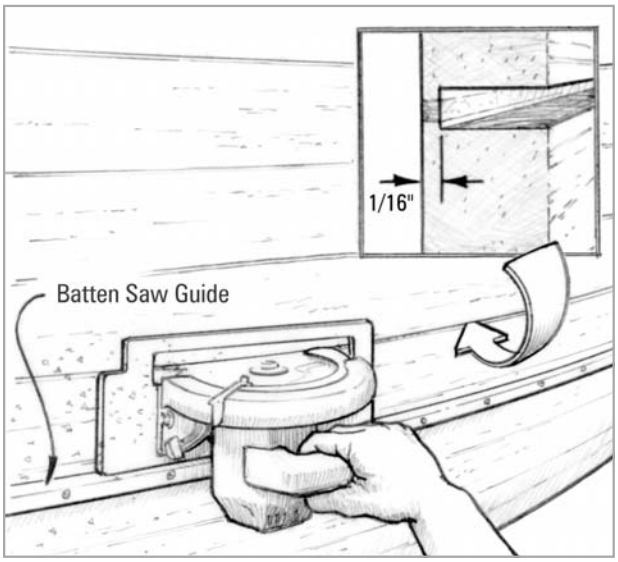
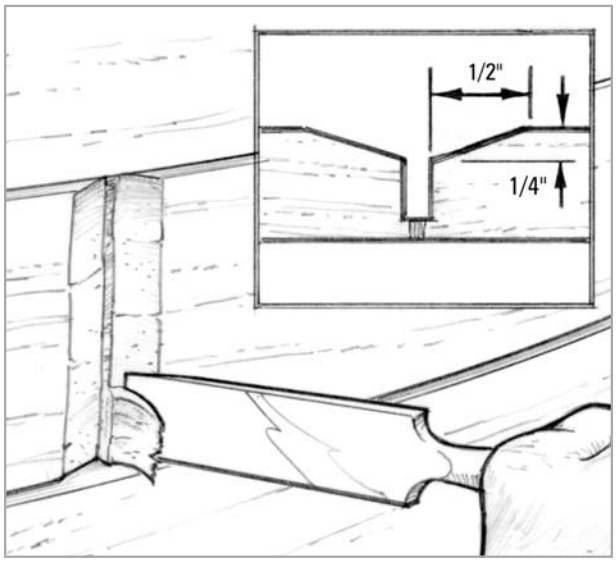

Figure 5-1 *Use a circular saw to clean out plank seams.*
Figure 5-2 *Cut a bevel on the end of each plank.*
5. Clean out each seam by running the saw along the batten *(Figure 5-1)*. Check the depth and width of the cut. Clean out the butt joints at the ends of the plank as well. Chisel a shallow bevel on the end of the planks (¼" deep x ½" back from the edge) *(Figure 5-2)*. The bevel increases bonding area and reduces stress at the joint.